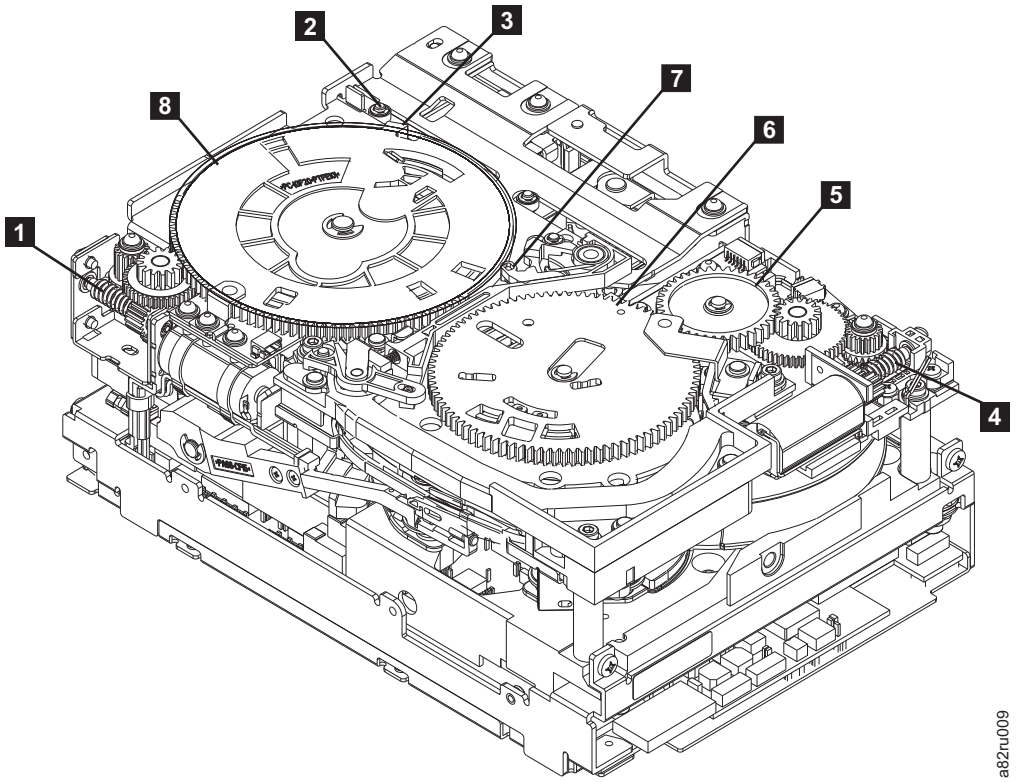

Figure 7-150. Drive with cover removed to reveal gear train
3. Locate the threader motor worm gear (4 in Figure 7-150) the rear of the drive. You can either:
a. Use your finger to rotate the threader motor worm gear and slowly rotate the threader mechanism gear (6 in Figure 7-150) clockwise; or
b. Use a #1 flathead screwdriver to turn the threader worm gear (9 in Figure 7-150) clockwise.
This rotates the threader motor worm gear (6 in Figure 7-150 on page 7-136) clockwise, drawing the tape leader block assembly (LBA) into the cartridge.
4. As the LBA is secured in the cartridge, you should hear the LBA retention spring clips click into place. If you do not hear the click, continue rolling until the threader motor worm gear (4 in Figure 7-150 on page 7-136) stops. The LBA is in the correct position.
a. Loader mechanism gear (8 in Figure 7-150 on page 7-136) nearest the front of the drive that actuates the cartridge loader mechanism
b. Position of the rotator stub (3 in Figure 7-150 on page 7-136).
c. Front loader motor worm gear (8 in Figure 7-150 on page 7-136). Rotating this gear allows the loader mechanism gear (1 in Figure 7-150 on page 7-136) to turn.
6. Rotate the loader motor worm gear (1 in Figure 7-150 on page 7-136) to turn the loader mechanism gear (6 in Figure 7-150 on page 7-136) counterclockwise. Continue turning until the rotator stub (3 in Figure 7-150 on page 7-136) loses contact with the lever (7 in Figure 7-150 on page 7-136). This releases the LBA leader pin.
7. Rotate the threader motor worm gear (4 in Figure 7-150 on page 7-136) to turn the threader mechanism gear (6 in Figure 7-150 on page 7-136) counterclockwise. This moves the LBA out of the cartridge and past the read/write head. Stop this rotation when the LBA is near the tape guide roller
8. Continue rotating the loader motor worm gear (1 in Figure 7-150 on page 7-136) until the rotate stub (3 in Figure 7-150 on page 7-136) is positioned as shown. Notice that the rotator stub (3 in Figure 7-150 on page 7-136) is nearly aligned with the cartridge loader tray guide bearing (2 in Figure 7-150 on page 7-136).